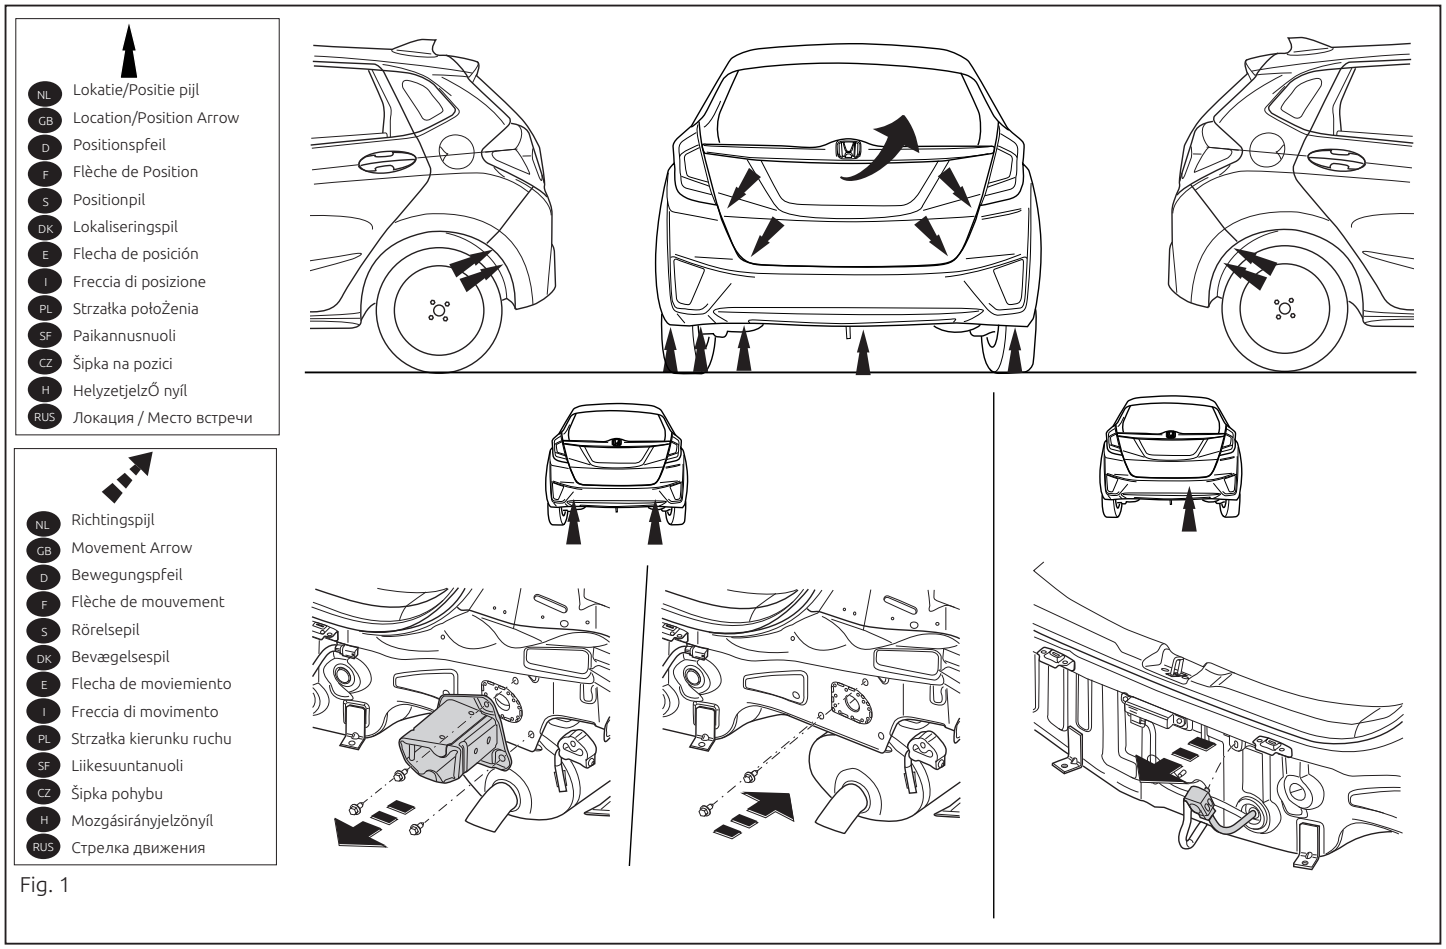

Fig. 1
1. Remove the bumper. See figure 1.
2. Remove the parts indicated in figure 1.
3. Please note: if present Remove the sensor. See figure 1.
1. Die Stoßstange abmontieren. Siehe Abbildung 1.
2. Die in Abbildung 1 angegebenen Teile abmontieren.
3. Achtung, wenn vorhanden: Den Sensor abmontieren. Siehe Abbildung 1.
1. Снять бампер. См. рисунок 1.
2. Снять детали, указанные в рис. 1.
3. Внимание, если имеются: Демонтируйте парковочный датчик. См. рисунок 1.
1. Démonter le pare-chocs. Voir la figure 1.
2. Démonter les pièces indiquées sur la figure 1.
3. Attention, si présent : Démonter le capteur. Voir la figure 1.
1. Demonter kofangeren. Se fig.1.